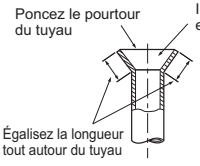

Fig. 6
- Comparez les travaux d'évasement à la Fig. 6.